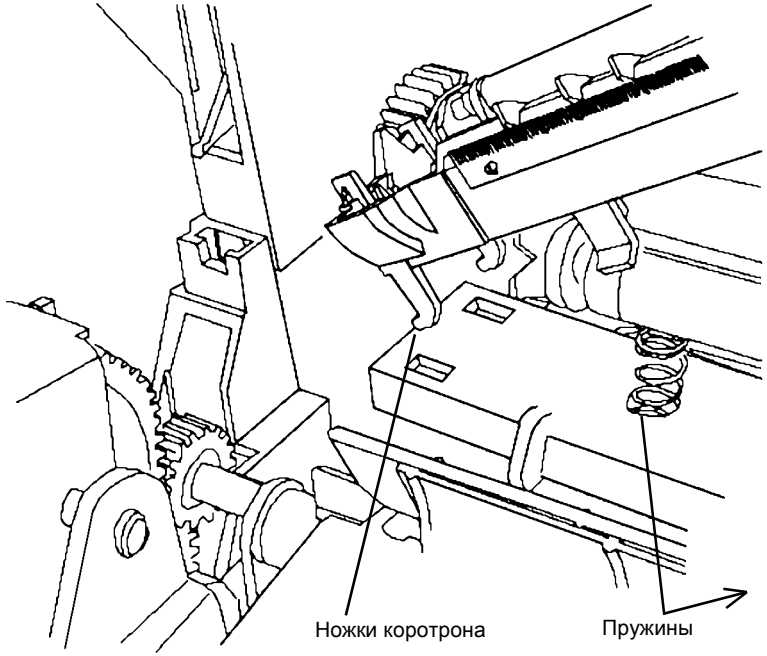

Рисунок 2 Установка ножек коротрона переноса/отделения
1. Установите коротрон переноса/отделения (Рисунок 2).